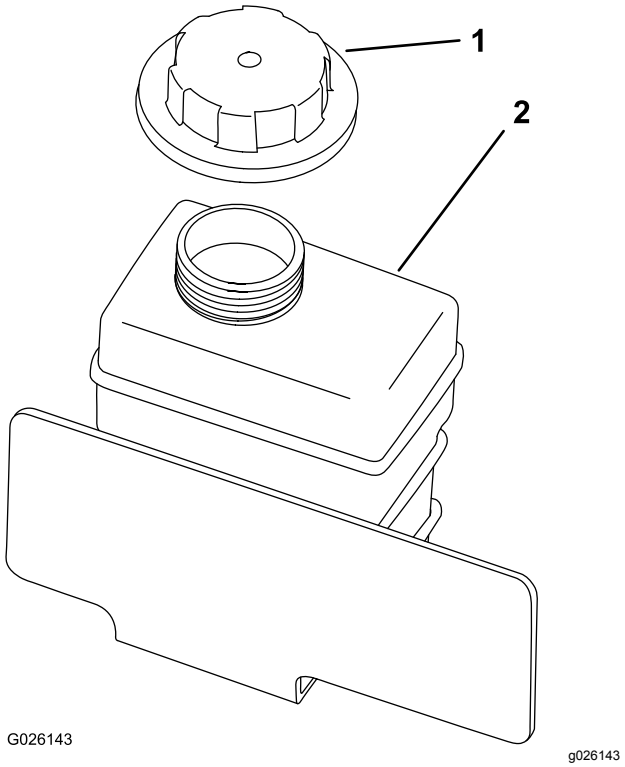

Figur 49
4. Kontroller kølervæskestanden i reservetanken (Figur 49).